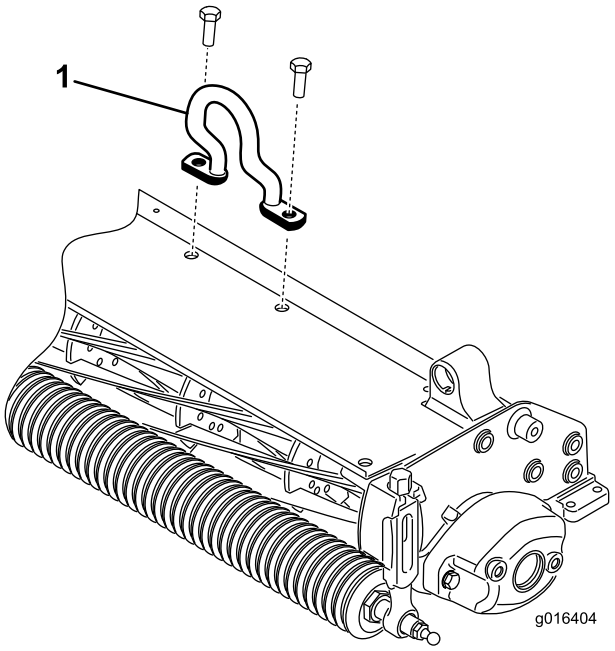

Figur 4
Monter vinkelleddet (Figur 4) øverst på klippeenheden med (2) maskinskruer. Tilspænd maskinskruerne med et moment på 34-40 Nm.